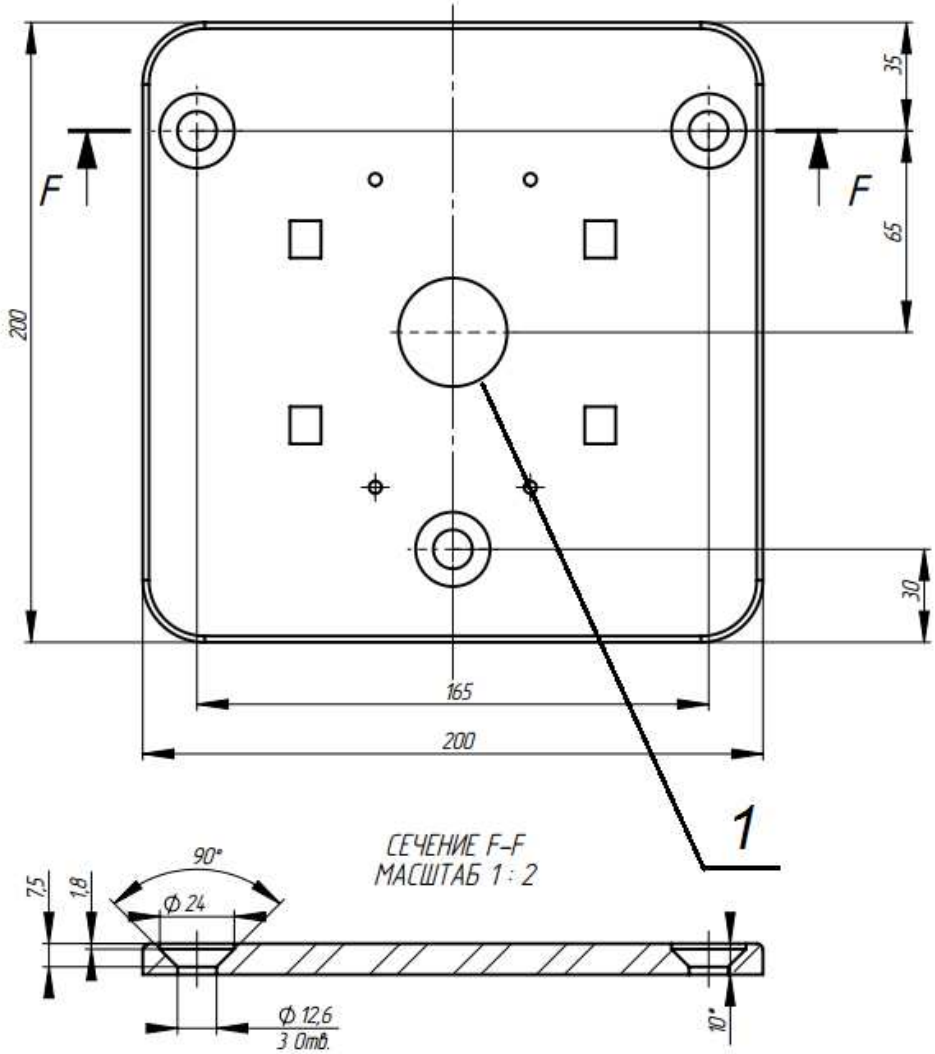

Рис. 7. . Установочные размеры (дан чертеж нижней опоры турникета)
4.2.3. По установочным размерам (рис. 7), подготовьте 3 отверстия диаметром 12 мм в полу под анкеры крепления стойки турникета. Расположение монтажных отверстий относительно внешних габаритов турникета представлено в Приложении 3(рис. 13). Глубина закладного отверстия 120 мм она должна превышать длину анкера на 5 мм. Вставьте анкеры в отверстия.
4.2.4. Подводка кабелей производится через отверстие 1 (рис. 7) в нижней плите турникета. Необходимо подготовить штробу для прокладки кабелей.
4.2.7. Установите стойку турникета на подготовленную площадку (рис. 7). Заведите в корпус турникета кабели от ПУ, БП и, при необходимости, кабели СКУД и ОПС. Подводка кабелей производится через отверстие 1 в нижней плите турникета (рис. 7). Закрепите кабели кабельными стяжками.